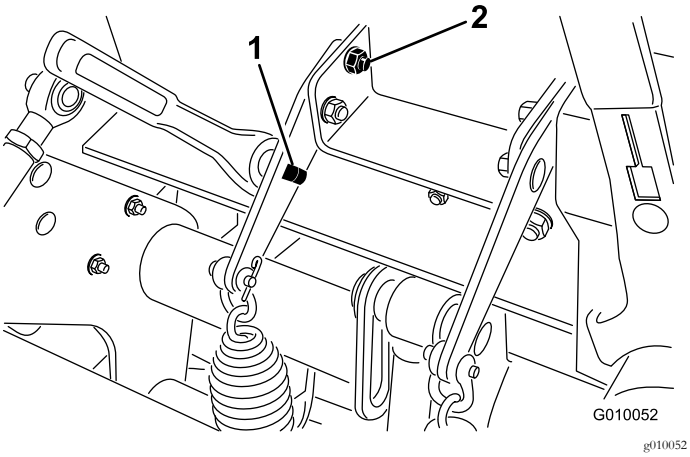

Figur 37
3. Før inn en 1/2-tommes sperrenøkkel eller brytestang inn i det firkantede hullet i fjærplaten (Figur 37).